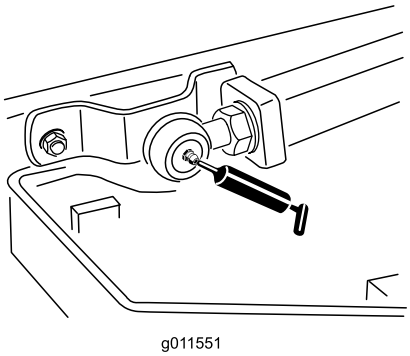

Figur 42
- Lyftarmarnas kulleder (2) (Figur 42)